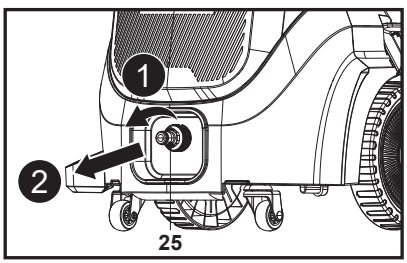

Fig. 23
1. Scoate adaptorul (25) de la racordul de admisie a apei (10) (fig. 23).